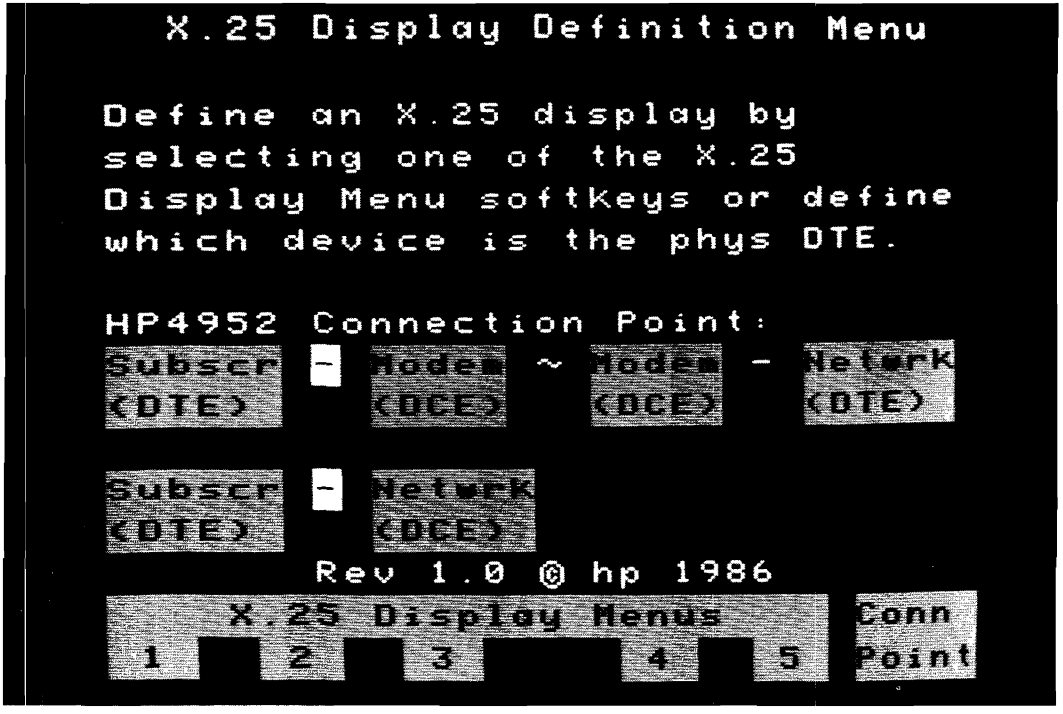

Figure 3-6. X.25 Display Definition Menu
2. Press the **<Disp Def>** key to access the X.25 Display Definition Menu shown in figure 3-6.